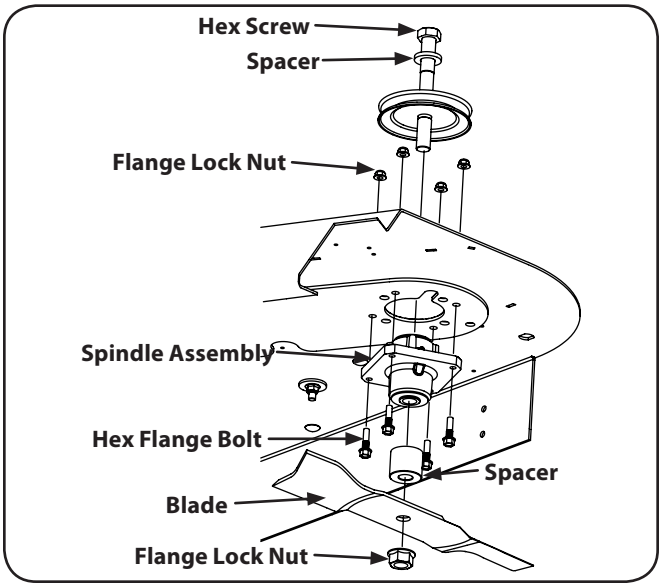

Figure 7-6
6. Using a wrench or socket ratchet remove flange lock nuts, and the four hex flange bolts. Remove the spindle assembly. See Fig. 7-6.